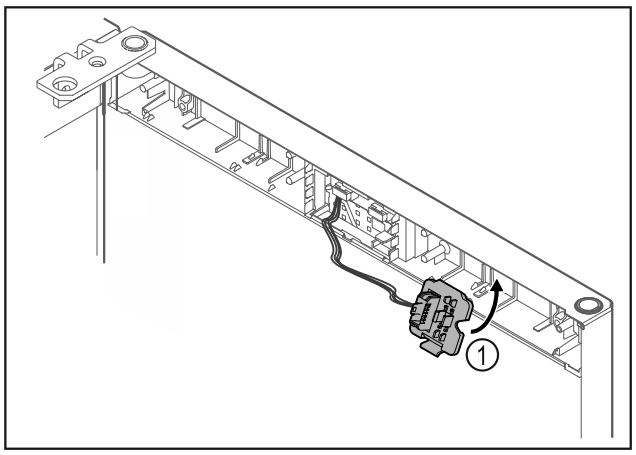

Fig. 16
▶ Fixați în poziție suportul fișei *Fig. 16 (1)* pe partea opusă.*